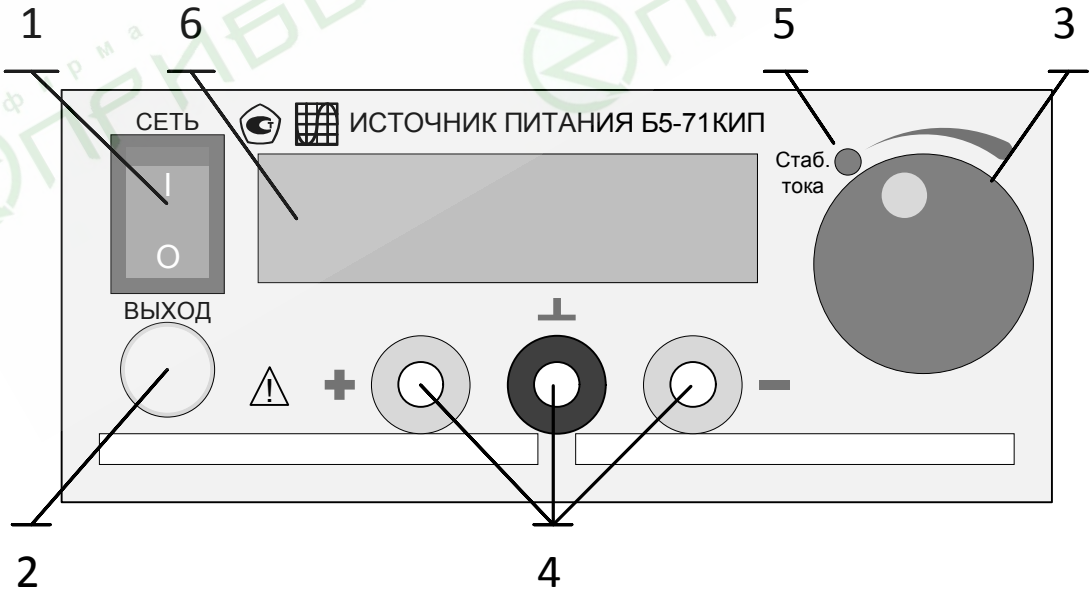

Рисунок 5 - Расположение органов управления передней панели
2.2.4.1 На передней панели источника питания (см. рисунок 5) расположены следующие органы управления: